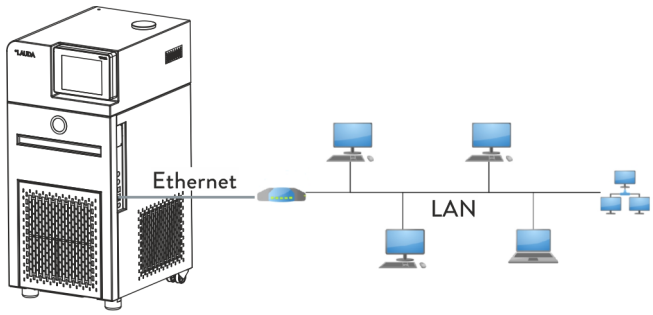
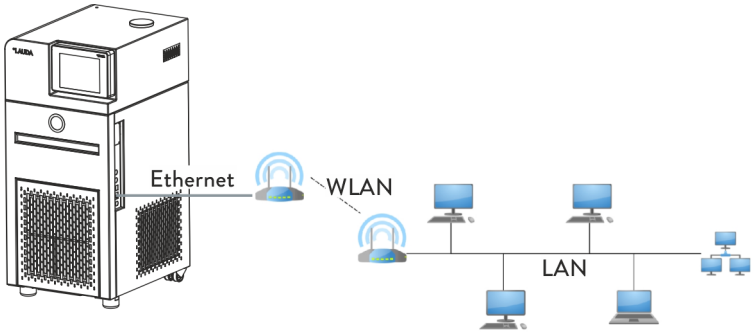
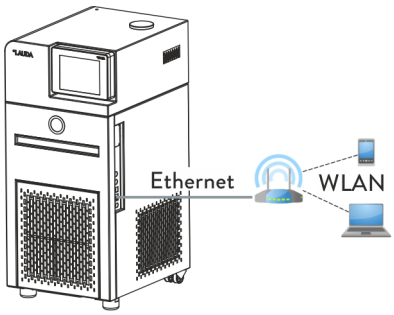

Fig. 11: Conexión a través de LAN
Fig. 12: Conexión a través de LAN y WLAN
Fig. 13: Conexión a través de WLAN
En la Fig. 11 se representa la conexión del equipo de termorregulación con un puesto de mando/PC a través de una red LAN.
En la Fig. 12 se representa la conexión del equipo de termorregulación de LAUDA con un puesto de mando/PC a través de una WLAN integrada en una red LAN. En este caso, el equipo de termorregulación se conecta con el router WLAN por medio de un cable Ethernet convencional. El router WLAN debe estar configurado de modo que establezca una conexión con una LAN a través de otro router WLAN. Este tipo de conexión recibe la denominación de "WLAN bridge". Para conocer cómo se deben configurar los routers WLAN es preciso consultar el manual del router correspondiente.
En la Fig. 13 se representa una conexión directa entre el puesto de mando/PC y el equipo de termorregulación de LAUDA a través de una WLAN. En este caso, el router WLAN se debe configurar como un punto de acceso. Para conocer cómo se debe configurar el router WLAN es preciso consultar el manual del router.
- Para conexiones como las que se representan en la Fig. 12 y en la Fig. 13 se pueden usar routers WLAN convencionales. Estos deben contar con la función de conexión necesaria y satisfacer los requisitos vigentes en el país en que se hagan funcionar. No obstante, para llevar a cabo una conexión como la representada en la Fig. 12, LAUDA recomienda utilizar un router WLAN de tipo industrial.
17. Conecte la interfaz Ethernet del equipo de termorregulación tal como se muestra desde la Fig. 11 hasta la Fig. 13. Utilice un cable Ethernet convencional (cable patch).
8. Conecte la interfaz Ethernet del equipo de termorregulación tal como se muestra desde la Fig. 11 hasta la Fig. 13. Utilice un cable Ethernet convencional (cable patch).